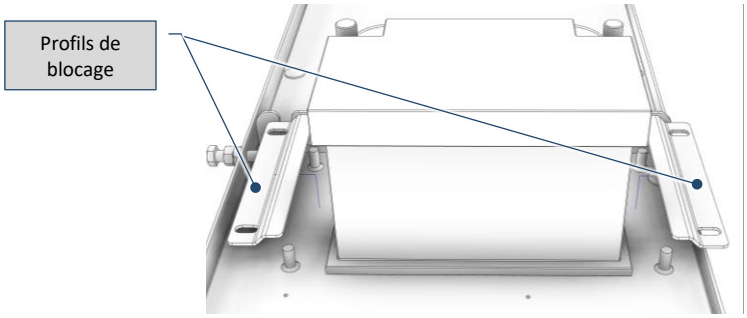

Fig. 9-18 – Retrait des profils de blocage de la batterie
3) Retirez les deux profilés de blocage (Fig. 9-18);